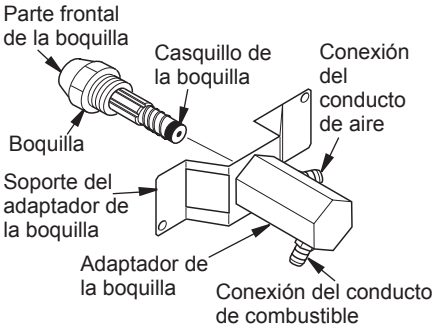

Figura 28 - Boquilla y adaptador de la boquilla (modelo 200)
6. Retire con cuidado la boquilla del adaptador con una llave de cubo de 5/8" (consulte la figura 28).